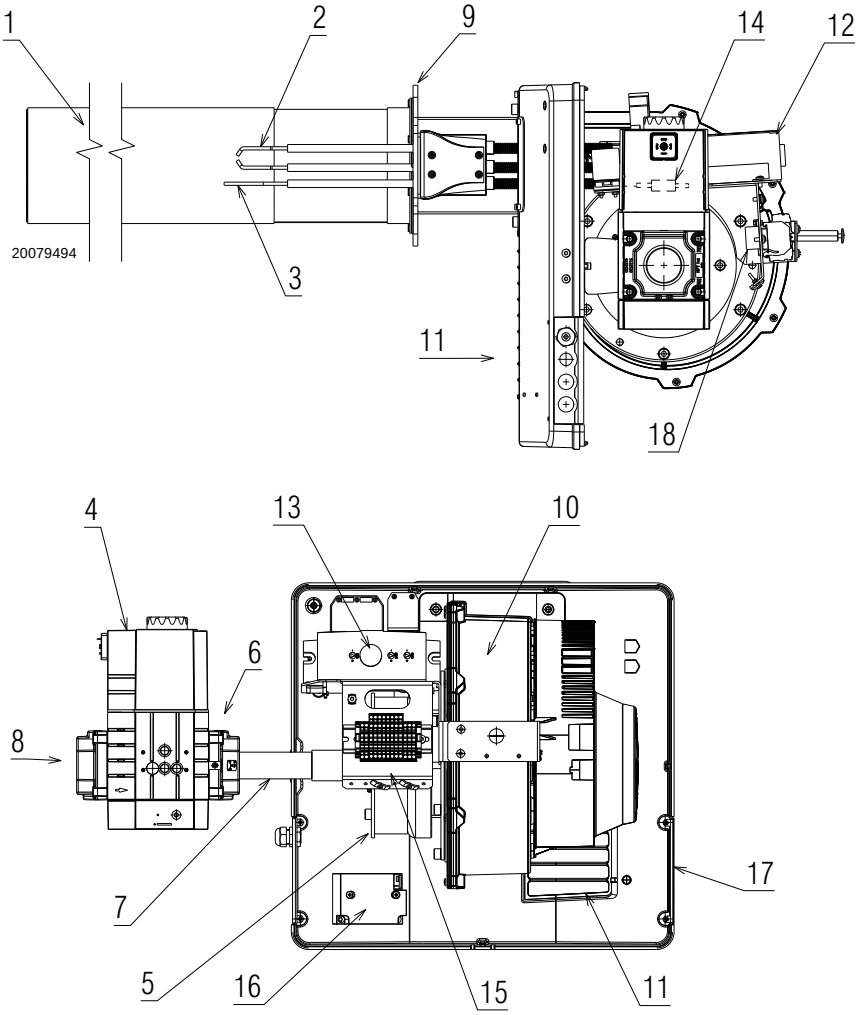

Fig. 2
(1) Reference conditions: Room temperature 20°C - Gas temperature 15°C - Barometric pressure 1013 mbar - Altitude 0 m a.s.l.
(2) Input gas pressure 8)(Fig. 2) with zero pressure in combustion chamber and at maximum burner output.
(3) Noise emission tests carried out as specified in EN 15036-1 with measurement accuracy σ = ± 1.5 dB, in the manufacturer's combustion chamber with burner operating on test boiler at maximum output.
➤ **Control box lockout:** if the control box 13)(Fig. 2) push-button lights up, it indicates that the burner is in lockout. Press the push button to reset.